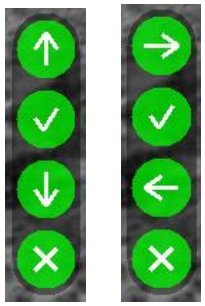

Рисунок 10 – Примеры индикатора назначения кнопок
- **Индикатор назначения кнопок** – индикатор, подсказывающий пользователю назначение каждой отдельной кнопки ⊗, ▼, ⊙, ▲ при выполнении какого-либо действия в выбранном режиме (см. рис. 10). Данный индикатор появляется **только** в случаях, предусмотренных в ПО (например, при вводе выверки прицельной сетки).